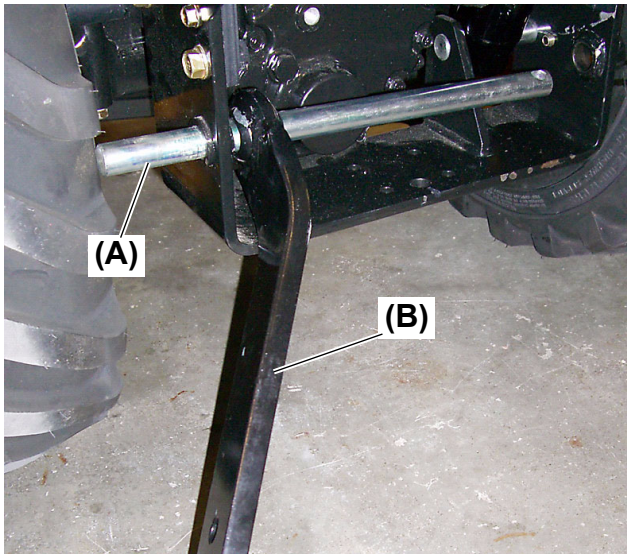

Fig.12
17.Slide the lower link bar **(Fig. 12, (A))** to the far left to remove the right side lower link assembly (Not Shown).
18.Slide the lower link bar **(Fig. 12, (A))** to the far right to remove the left side lower link assembly **(Fig. 12, (B))**.